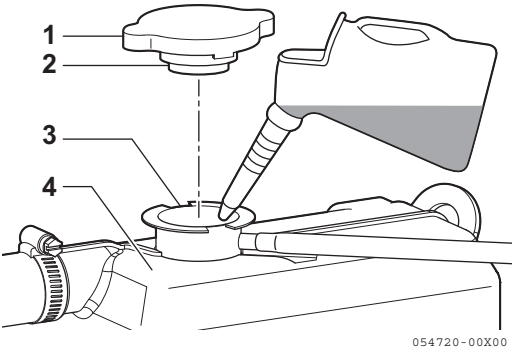

Figur 11
4. Hæld langsomt kølervæske i kølervæsketanken/varmeveksleren **(Figur 11, (4))** for at undgå luftbobler. Hæld på, indtil kølevæske flyder over ved påfyldningsåbningen.
5. Få påfyldningsdækslets klapper **(Figur 11, (1))** til at flugte med påfyldningsmundingens indhak **(Figur 11, (3))**, og spænd påfyldningsdækslet **(Figur 11, (2))** .